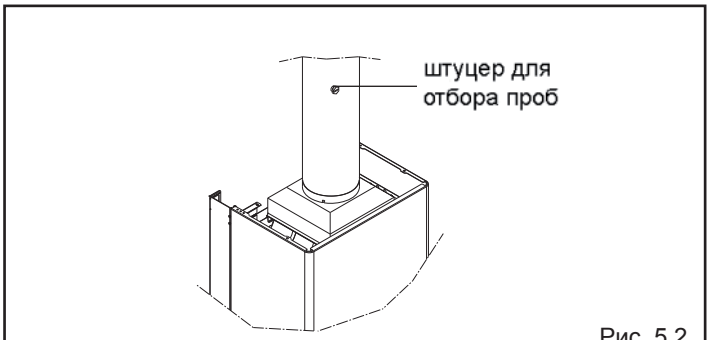

Рис. 5.2
- Установите измерительный зонд в штуцер для отбора проб на дымоходе котла (рис. 5.2)